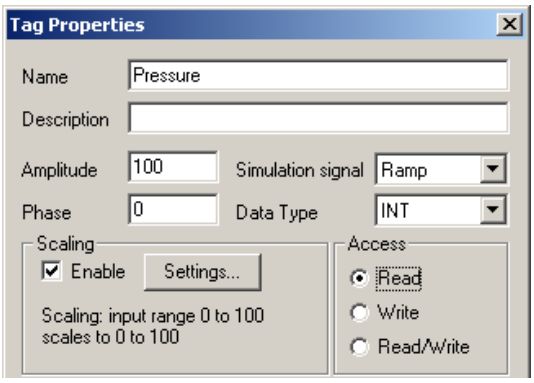

Figure 6 - Ramp Tag Settings
14. Specify a name for the item (for example, "Pressure") and configure the tag and configure the same fields as you did with the previous tag. You can configure your tag similar to the settings in Figure 6. Click on **OK** when you are done.